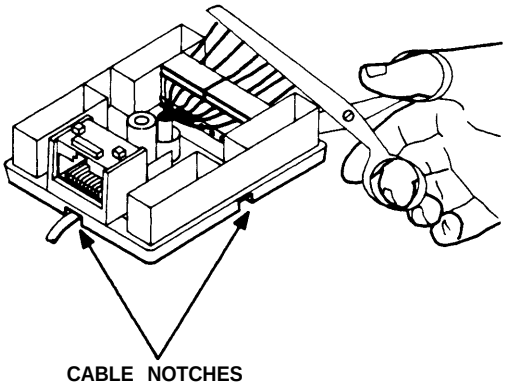

Figure 4
7. Cut off the loose wire ends with scissors or wire cutters, near the plastic caps, ensuring that the wire ends are not touching each other (Figure 4).
8. Align the cable in one of the notches in the base of the customer-installable jack depending on the direction you want the cable to leave the block (Figure 4).